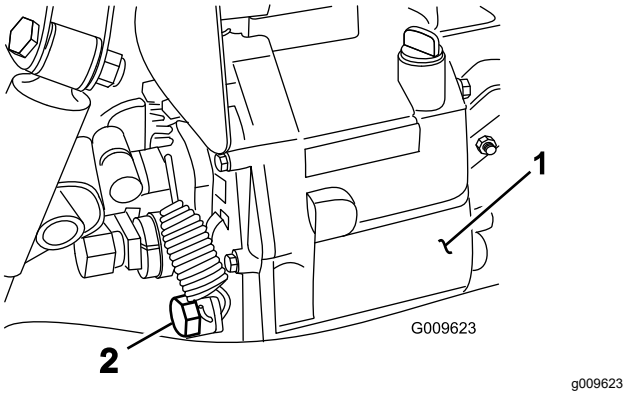

**Figur 71**
2. Ta bort avtappningspluggen från tankens sida och låt hydraulvätskan rinna ner i ett avtappningskärl (Figur 71).